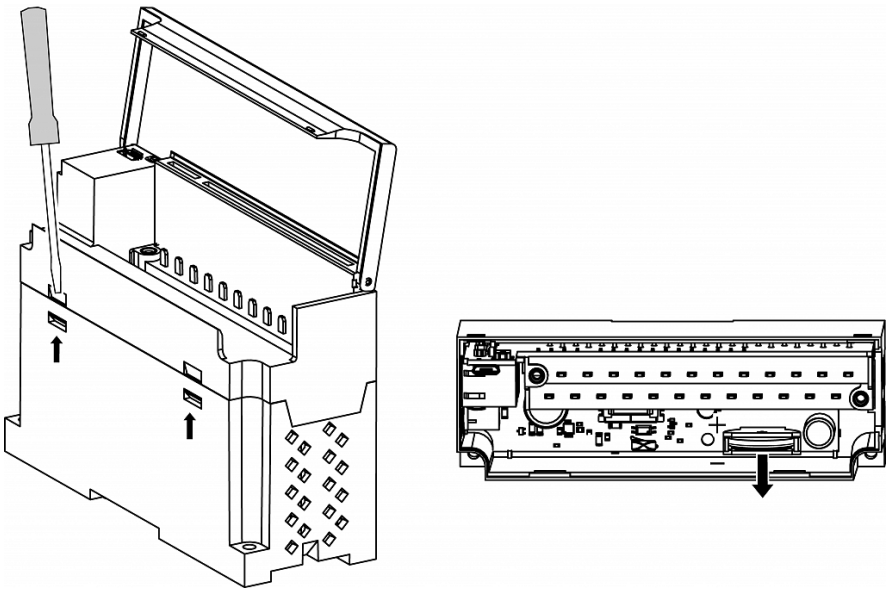

Fig. C.1 Remplacement de la batterie
- retirer la partie avant du boîtier en ouvrant les quatre loquets latéraux un par un à l'aide d'un tournevis plat (Fig. C.1)